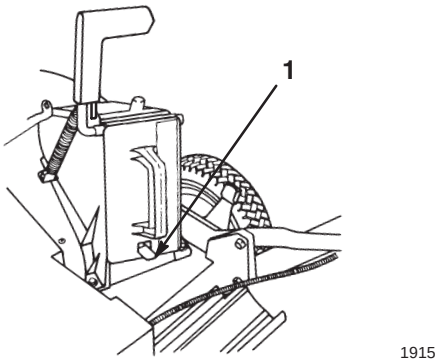

Figur 6
5. Skjut in pluggen helt tills fjäderklämman nederst på pluggen klickar på plats (figur 6).